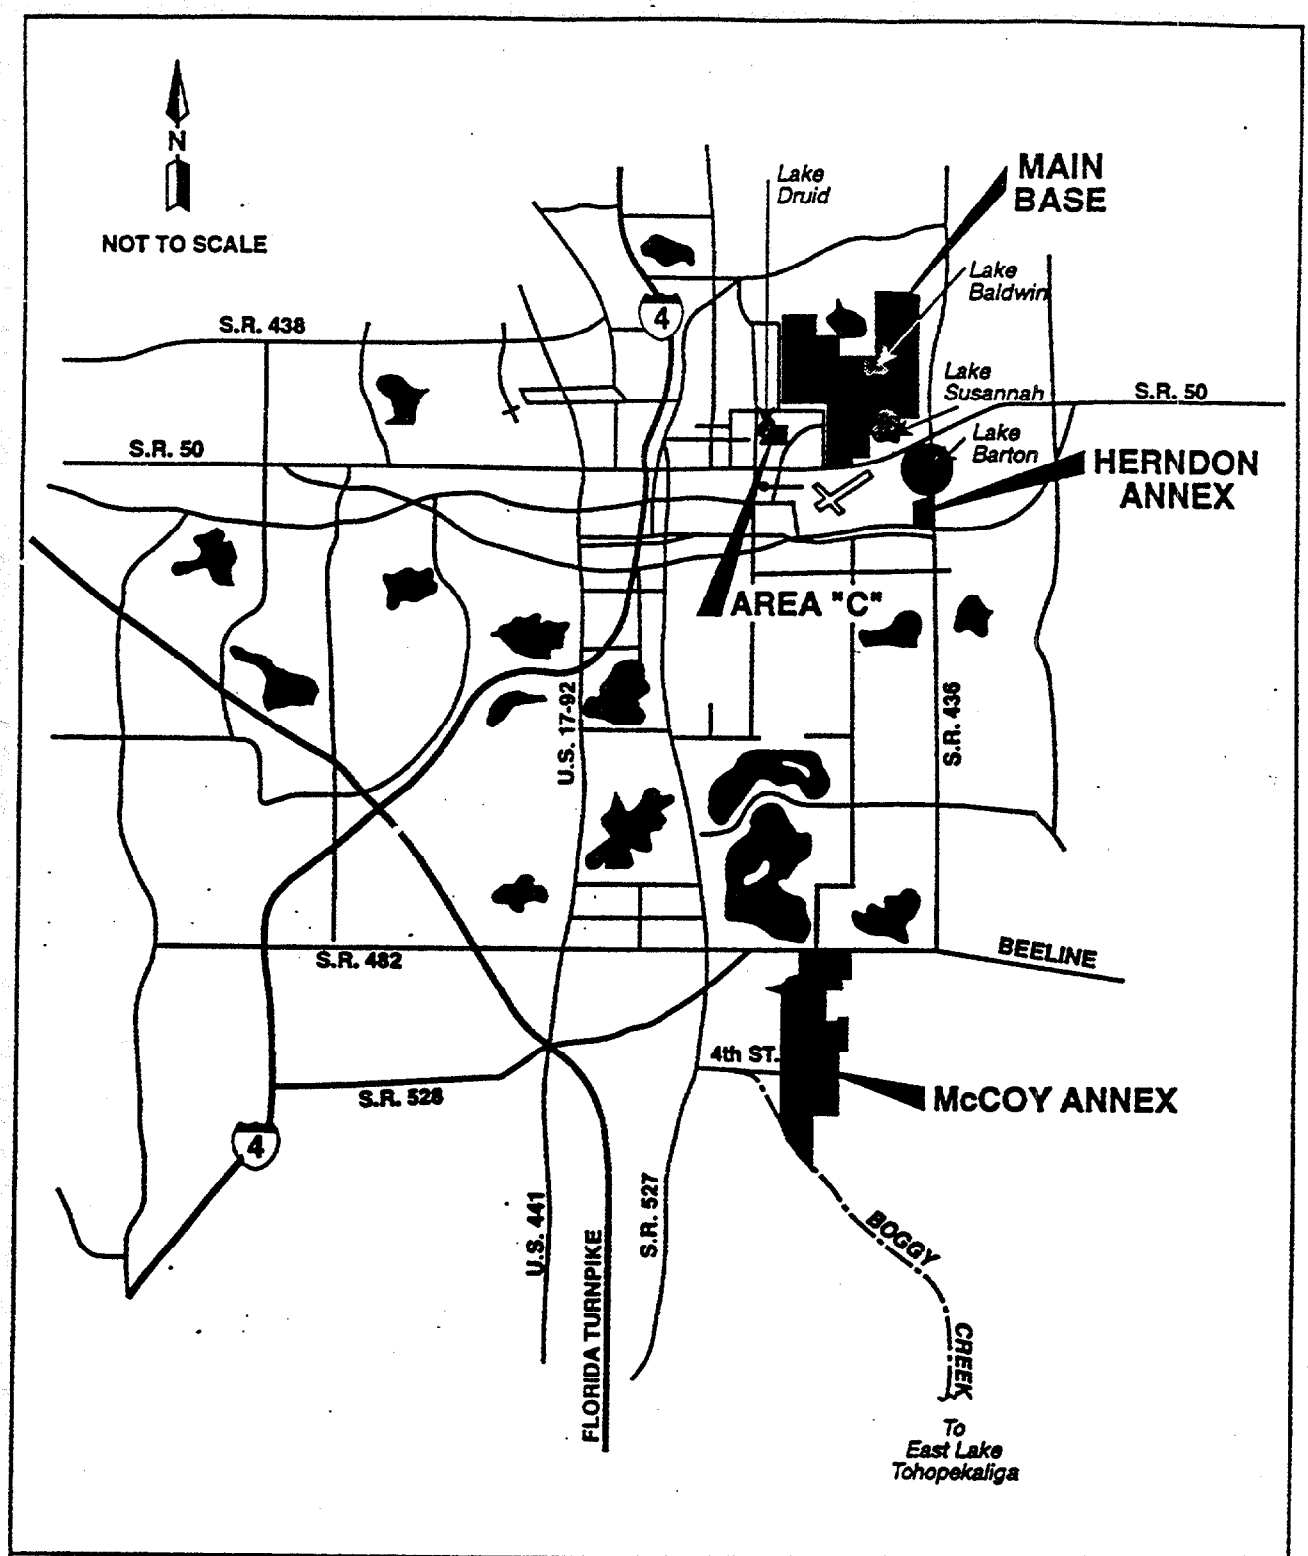

FIGURE 2-1
2.1 SITE NAME, LOCATION, AND SIZE. NTC, Orlando (Figure 2-1) encompasses 2,072 acres in Orange County, Florida, and consists of four discrete facilities: the Main Base, McCoy Annex, Herndon Annex, and Area "C". A total of 207 petroleum storage tanks will be assessed and/or removed as part of the Tank Management Plan (ABB-ES, 1995).